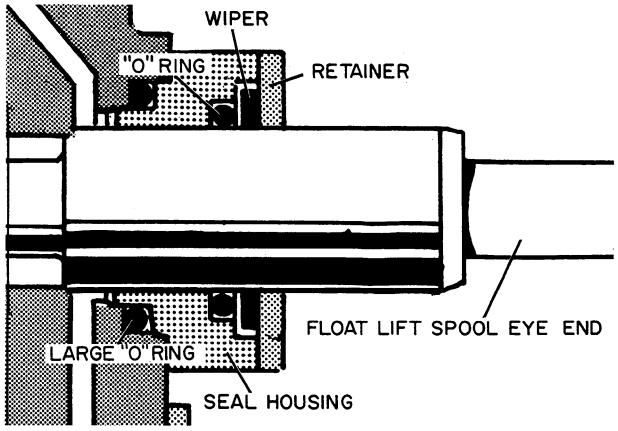

Figure DD-32
1. Place a large "O" ring over the eye end of the spool and into the recess in the valve body, Figure DD-32.
2. Then install the seal housing, "O" ring, retainer, wipers and retainer plate over the eye end of the spool. Figure DD-32.
3. Now screw the retainer plate and seal housing to the valve body with the screws and lockwashers, Figure DD-32.